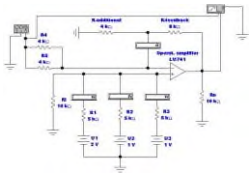

Рис.3
12.Как изменится выходное напряжение схемы на рис. 3, если номиналы сопротивлений R1 и R4 увеличить, а R2 и R5 уменьшить на 2 кОм?